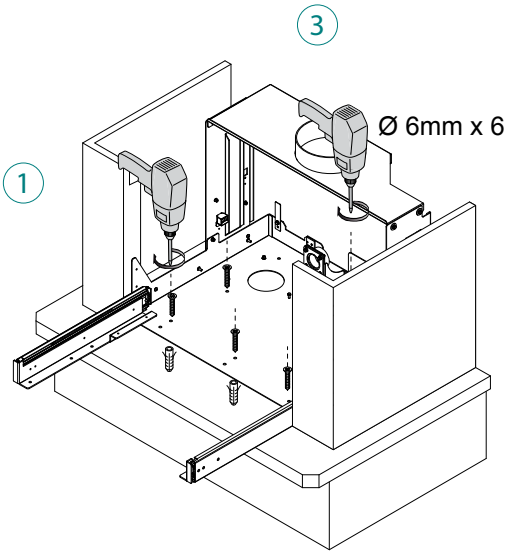

Abb. 6.1.9
9) Führen Sie 6-mm-Dübel in die Löcher ein und befestigen Sie die Stützkonstruktion mit Schrauben. (3) – (Abb. 6.1.9).